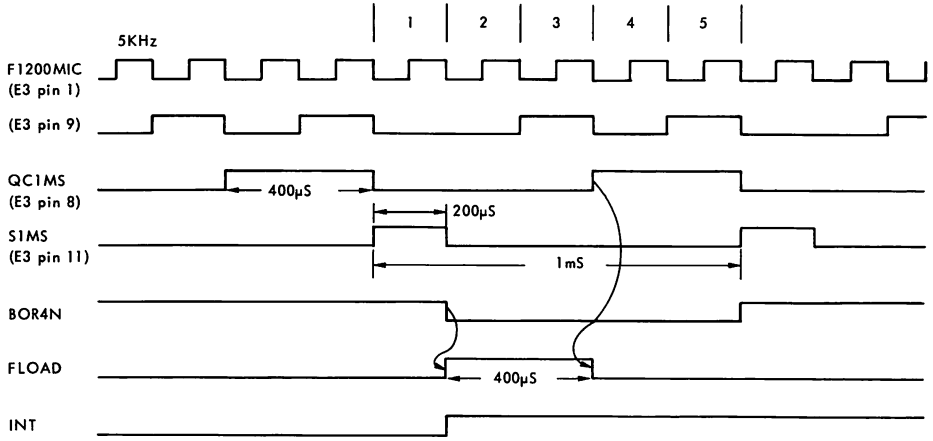

Figure 6-2 Oscillator Divider, Pulse Counter, and Load Circuit — Waveforms
The oscillator is enabled when the OSC link is set to its ON position, which removes the connection to 0V. The 10MHz output of the crystal-controlled oscillator (Q1,L3,X1) is divided by 10000 (divider chain K3,H3,G3,F3,E3) to provide two 1kHz asymmetric outputs S1MS and QC1MS. The front stages of the divider are conventional bistable/decade counters providing a 5kHz square wave output from F3. Internal gating between pins 8, 9, and 11 of the E3 divide-by-five stage results in asymmetric outputs S1MS and QC1MS, both giving pulses at 1mS intervals as shown in Figure 6-2.
6.35 The counter is decremented by 200μS wide pulses at 1mS intervals, viz. output S1MS from the oscillator divider chain (refer to Figure 6-2). On reaching a count of zero, the counter output (BOR4N) sets the 'load' flip-flop (P1). Outputs FLOAD/FLOADN trigger the 'interrupt' circuit and reload the counter from the buffer. 400μS later, the 'load' flip-flop is reset by the QC1MS output of the divider, which gives 400μS wide pulses at 1mS intervals. The flip-flop is also reset by FFZON, which is produced by CIO HALT command or CLEARN signal.